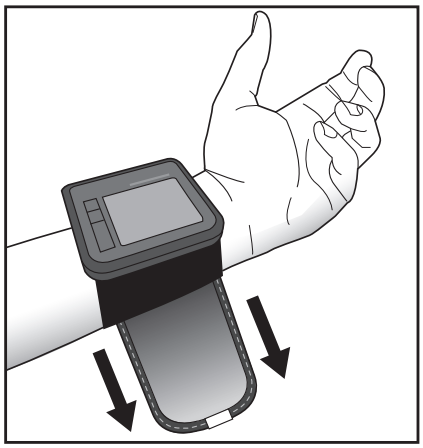

Fig. 1
4. Colóquese el brazalete preformado en la muñeca izquierda de manera tal que la cara del visor digital quede posicionada del lado interior de la muñeca, mirando hacia usted, Fig. 1.